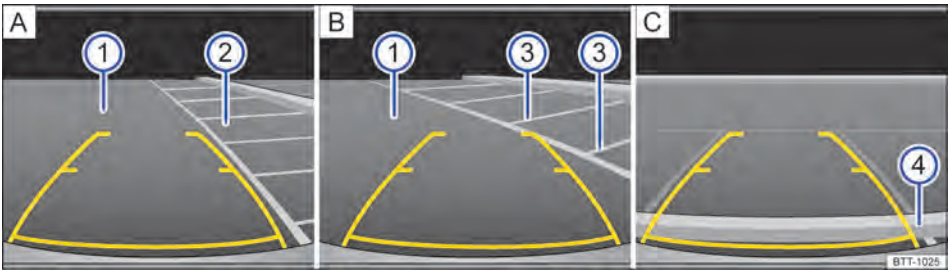

Fig. 125 Exibição do display do rádio ou do sistema de navegação: entrar na vaga de estacionamento com câmera de marcha a ré, modo 1.
Legenda para a representação esquemática Fig. 125:
2.	Posicionar o veículo na frente da vaga de estacionamento ② ⇒ Fig. 125 **A**.
4.	Conduzir para trás devagar e manobrar de modo que as guias amarelas laterais conduzam para a vaga de estacionamento selecionada ② **B**.